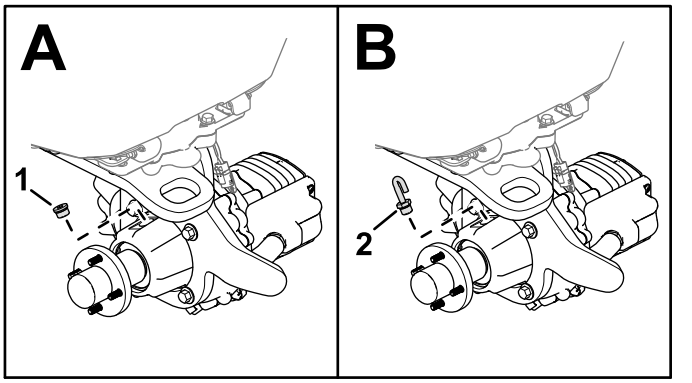

Figur 4
7. Ta bort pluggen från växellådans ovansida (A i Figur 4).
8. Fäst luftningsslangen och nippeln på växellådan (B i Figur 4).